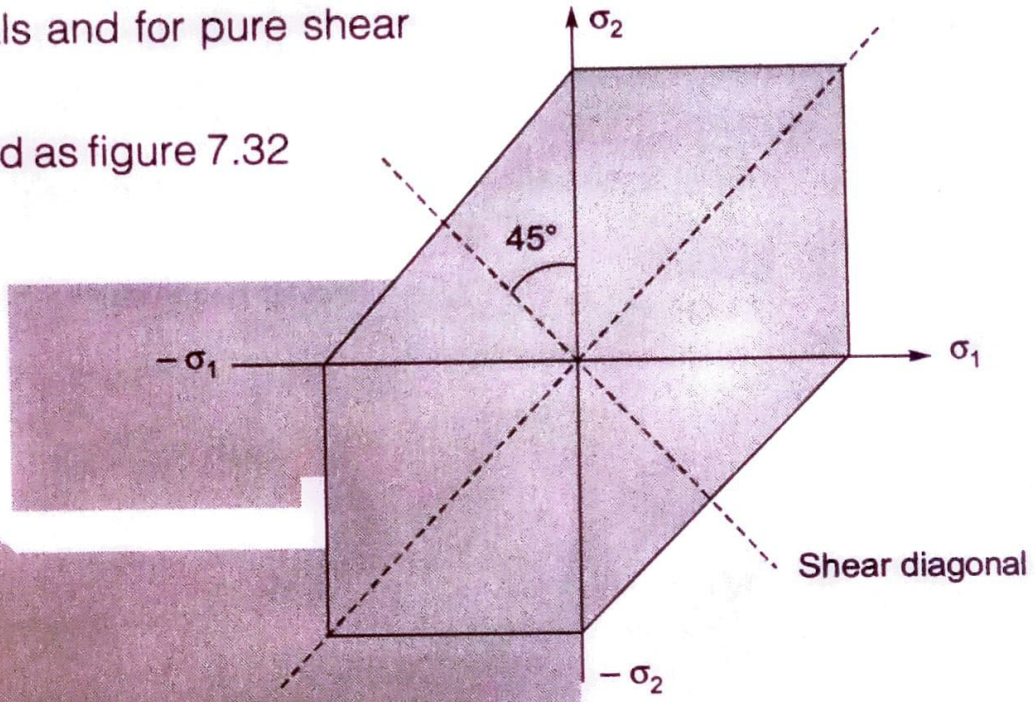

Fig. 7.32
- This theory can be graphically represented as figure 7.32